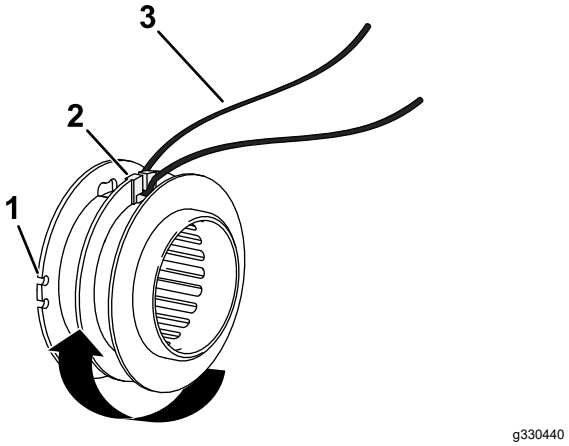

**Figure 18**
5. Pliez le nouveau fil à mi-longueur et insérez-le dans la fente de départ du bord central de la bobine (Figure 18).
6. Enroulez les 2 moitiés de fil également et solidement sur la bobine, comme montré à la Figure 18.
7. Enroulez le fil en le laissant dépasser juste assez de la bobine pour lui permettre de toucher l'équerre de réglage, puis enclenchez les extrémités dans les fentes de guidage sur la bobine (Figure 18).